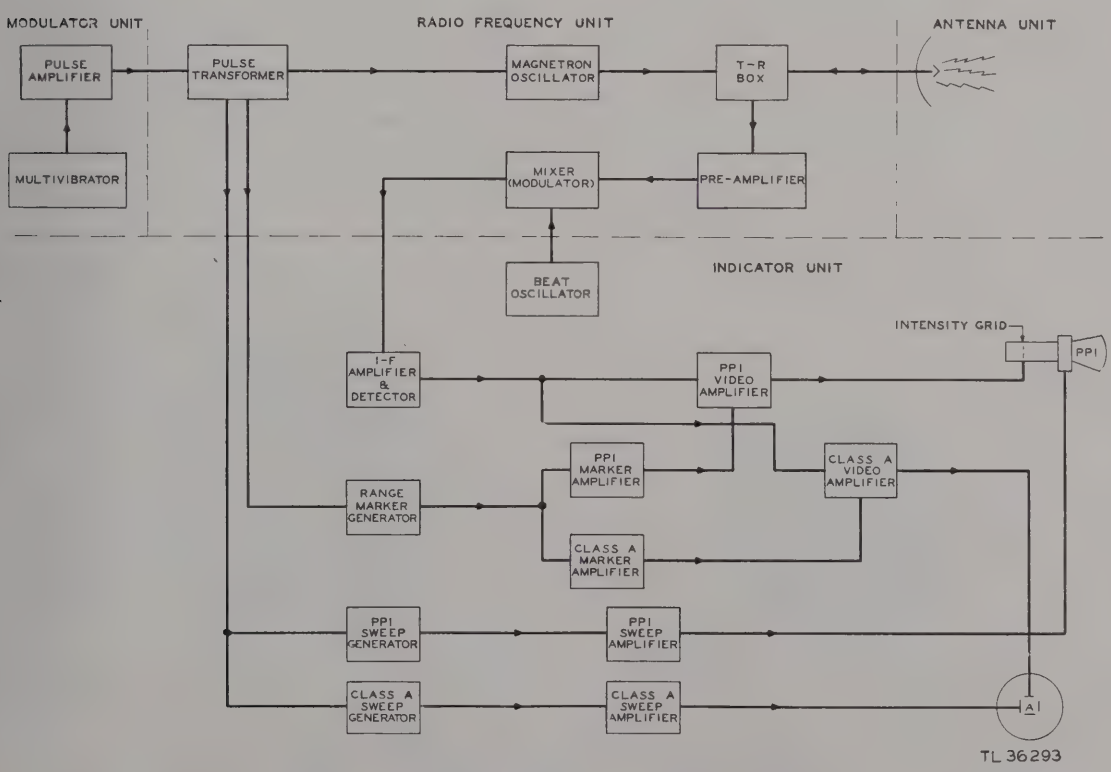

Figure 6. Radio Set AN/TPS-1A, block diagram.
a. A block diagram of Radio Set AN/TPS-1A is shown in figure 6. The radio waves are produced by a magnetron oscillator, a vacuum tube placed in a powerful magnetic field. The magnetron oscillates at a frequency determined by its construction, but only when energized by a high-voltage pulse from the modulator. The modulator contains a multivibrator which determines the pulse-recurrence frequency. The modulator produces high-voltage pulses at a rate of 400 per second. These pulses are applied through a pulse transformer to the magnetron and cause it to oscillate for the brief period of each pulse. Although the periods of oscillation are short, considerable heat is generated because of the high power, and the magnetron must be cooled by a blower.